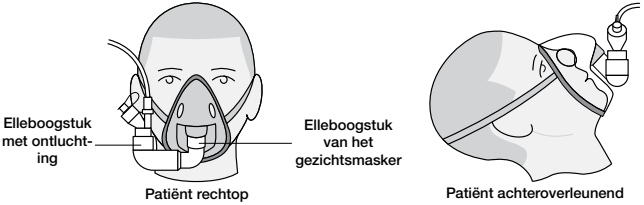
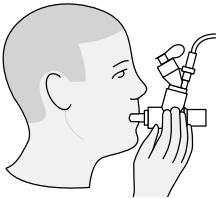

Afbeelding 13. Op een masker aansluiten
Afbeelding 14. Op een mondstuk aansluiten
Opmerking: Raadpleeg Afbeelding 13, Afbeelding 14 en Afbeelding 15 voor gebruik met andere accessoires.
2. Draai de elleboog met ontluchting om hem aan de positie van de patiënt aan te passen (Afbeelding 13).
Sluit bij het gebruik van een mondstuk de vernevelaar aan op het T-stuk en sluit het T-stuk vervolgens aan op het mondstuk door de onderdelen stevig in elkaar te drukken zoals wordt weergegeven in Afbeelding 14.
Waarschuwing: Voor een juiste verneveling moet de vernevelaar in verticale stand worden gehouden (Afbeelding 13 en Afbeelding 14).